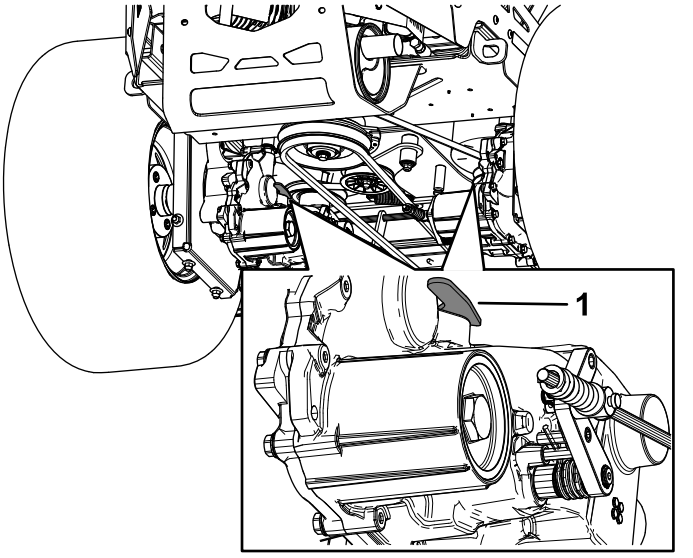

Bild 34
3. Wenn Sie die Maschine schieben müssen, schieben Sie beide Sicherheitshebel nach vorne und arretieren Sie diese (Bild 34).
5. Ziehen Sie beide Sicherheitshebel nach hinten und arretieren Sie diese, um die Maschine wieder normal zu betreiben (Bild 34).